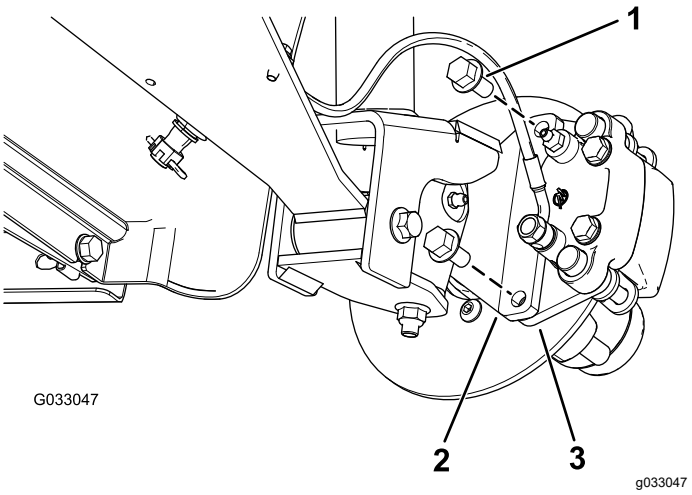
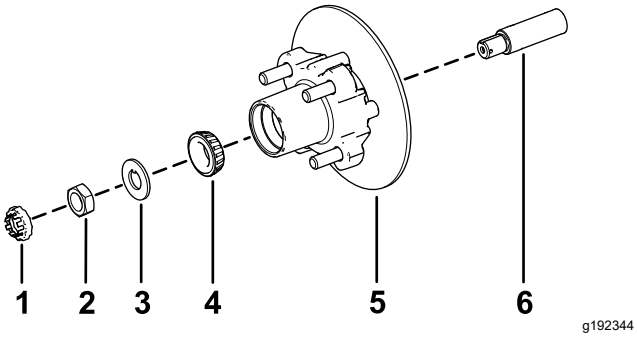

Figur 29
Figur 33
3. Fjern flenshodeboltene (⅜ x ¾ tomme) som fester braketten for bremseenheten til spindelen og skiller bremsen fra spindelen (Figur 29).
1. Påfør et tynt lett lag av det spesifiserte smørefettet på spindelen (Figur 33).
2. Monter nav og rotor på spindelen med rotoren på innsiden (Figur 33).
3. Monter det utvendige lageret på spindelen, og plasser lageret i det utvendige setet (Figur 33).
4. Monter skiven med tapp på spindelen (Figur 33).
5. Skru spindelmutteren på spindelen, og stram mutteren med et moment på 15 Nm mens du roterer navet for å sette lagrene på plass (Figur 33).
2. Innrett bremseklossene på begge sider av rotoren (Figur 29) og hullene i kaliperbraketten med hullene i bremsemonteringen på spindelrammen (Figur 33).
3. Fest kaliperbraketten til spindelrammen (Figur 29) ved hjelp av de to flenshodeboltene (⅜ x ¾ tomme).